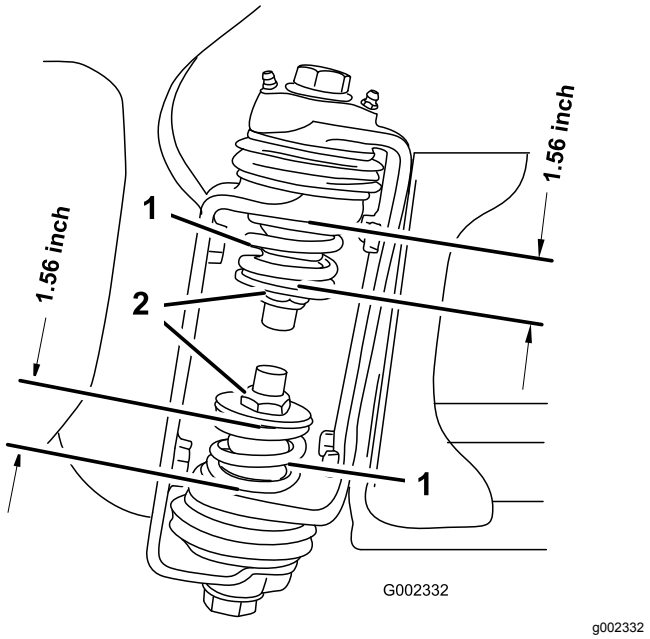

Figuur 27
3. Meet bij het spuitboomscharnier de compressie van de bovenste en de onderste veren als de spuitbomen zijn uitgeklapt (Figuur 27).